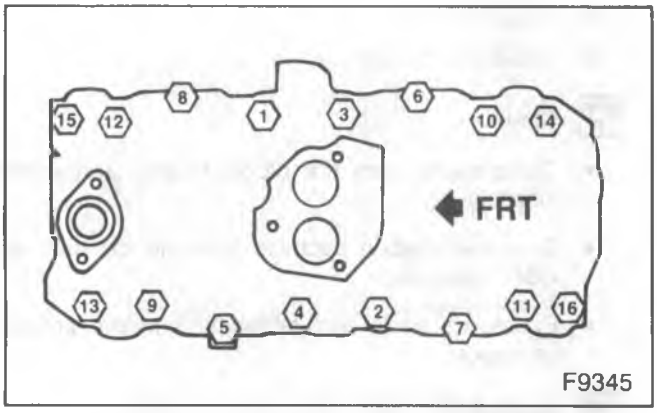

Figure 5 – Intake Manifold Tightening Sequence
Install or Connect (Figure 5)
- Bolts to 40 N•m (30 ft. lbs.). Use the tightening sequence shown in Figure 5. Then, re-tighten all bolts to 40 N•m (30 ft. lbs.) again, using the sequence shown in figure 5.